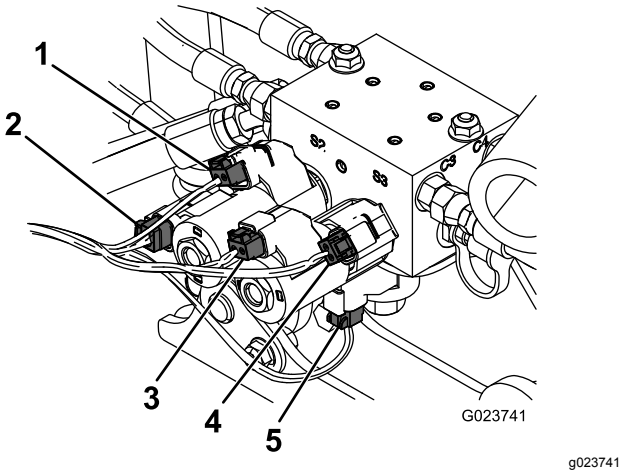

Figur 21
5. Anslut kablaget till det hydrauliska blocket som i Figur 21.